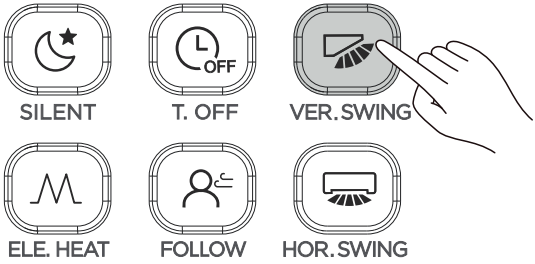

Rysunek 3.11
① Po załączeniu klimatyzatora. Naciśnij przycisk (patrz Rysunek 3.11). Funkcja wachlowania w pionie uruchomi się, zapali się ikona oraz sygnał zostanie przesłany do jednostki wewnętrznej.